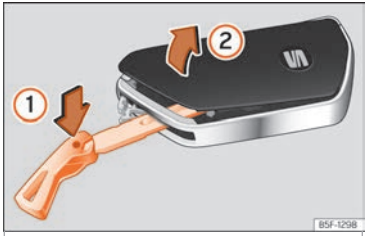

Fig. 83 Llave del vehículo: abrir la tapa del compartimento de la pila.
- Introduzca el espadín en la ranura ››› fig. 83, presiónelo en el sentido de la flecha ① y desprenda la tapa haciendo palanca ②.